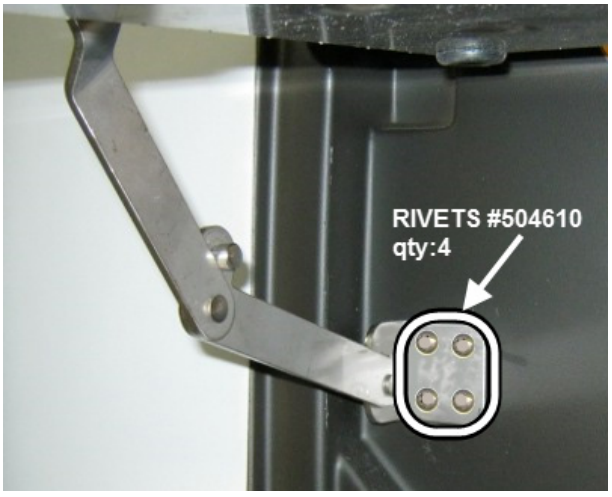

FIGURE 56
17. Reinstall the folding arm. Secure the folding arm as shown on **FIGURE 56** using four 1/4" x 5/8 stainless steel rivets #504610.